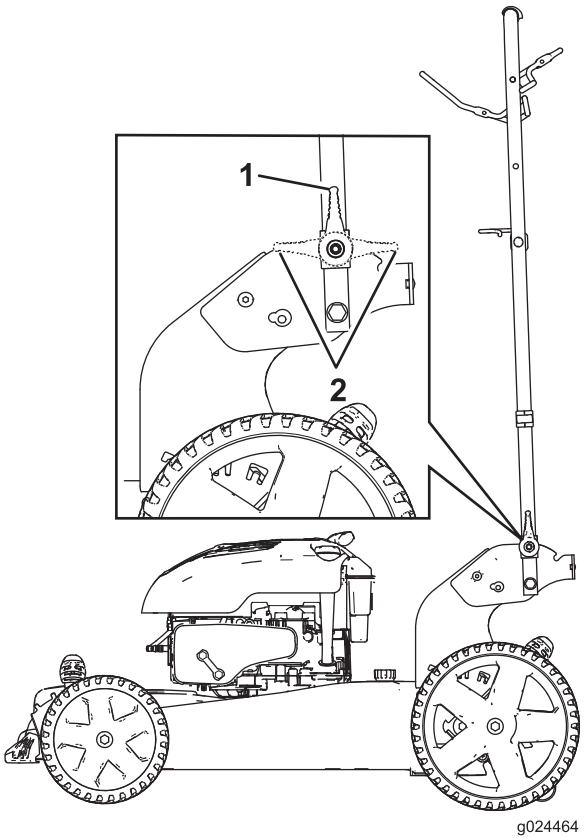

Figura 29
2. Piegate la stegola in avanti o in posizione verticale o in posizione completamente in avanti come illustrato in Figura 29.